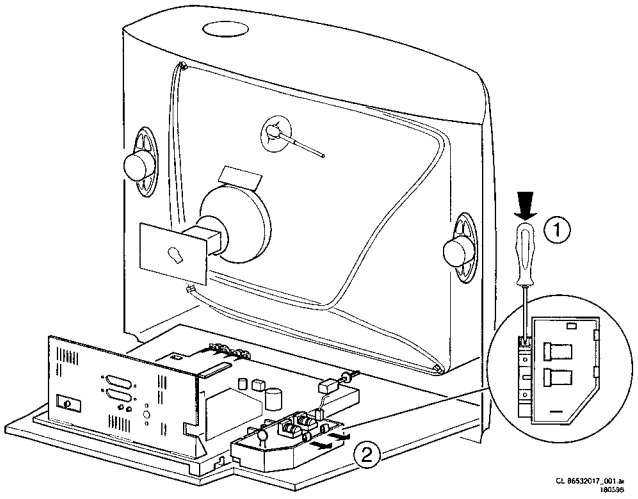

Figure 4-1
4.2.1 Separater Netzfilter (Abbildung 4-1)